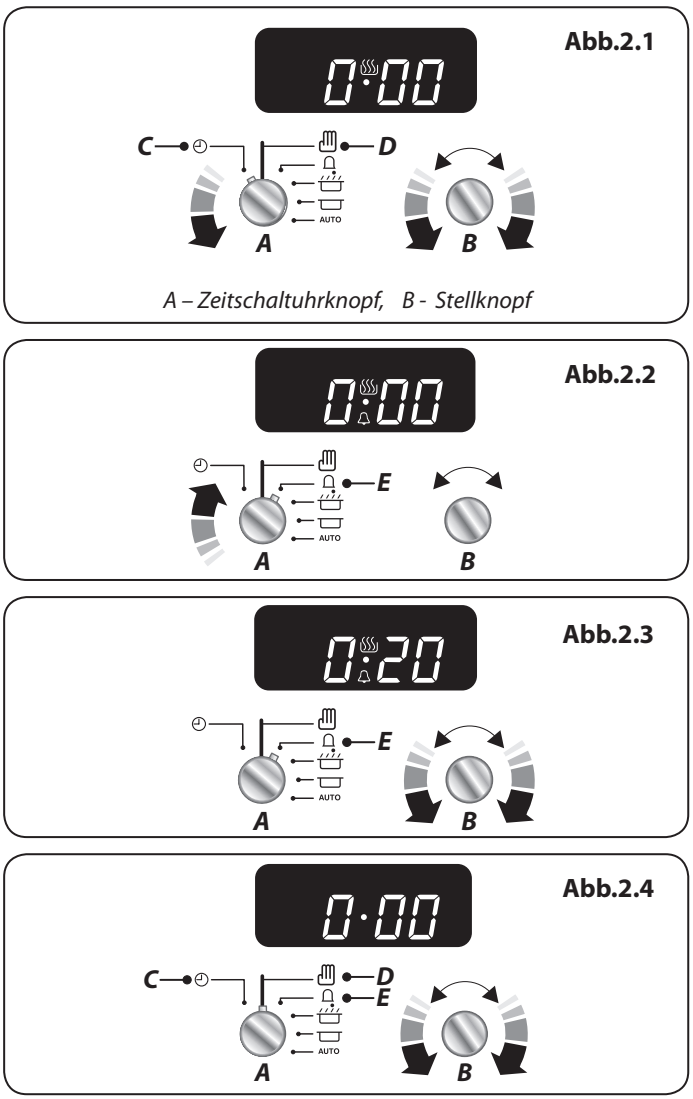

Abb.2.5
1. Richten Sie den Timer-Knopf (A) auf das Abschaltsymbol (G) **(Abb.2.5)**.